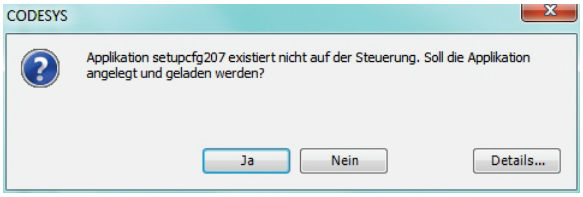

Fig. C.4 Application transfer confirmation
– In the following dialog (Fig. C.4) click **Yes** to enable the transfer.